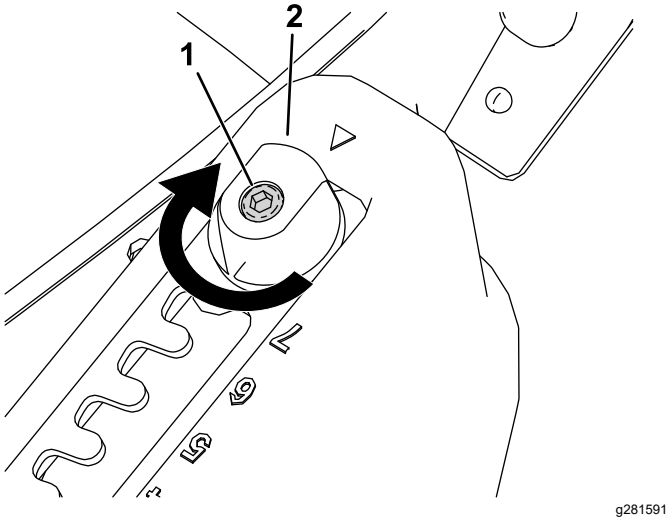
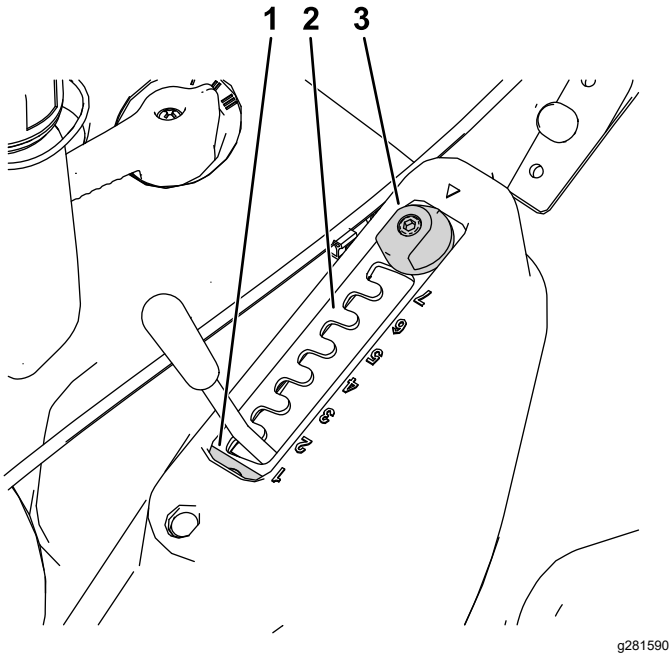

**Rysunek 13**
**Rysunek 14**
1. Za pomocą klucza trzpieniowego poluzuj śrubę zabezpieczającą płytę wybieraka (Rysunek 13).
2. Przekręć regulator Matchcut o 180° (Rysunek 13 oraz Rysunek 14).